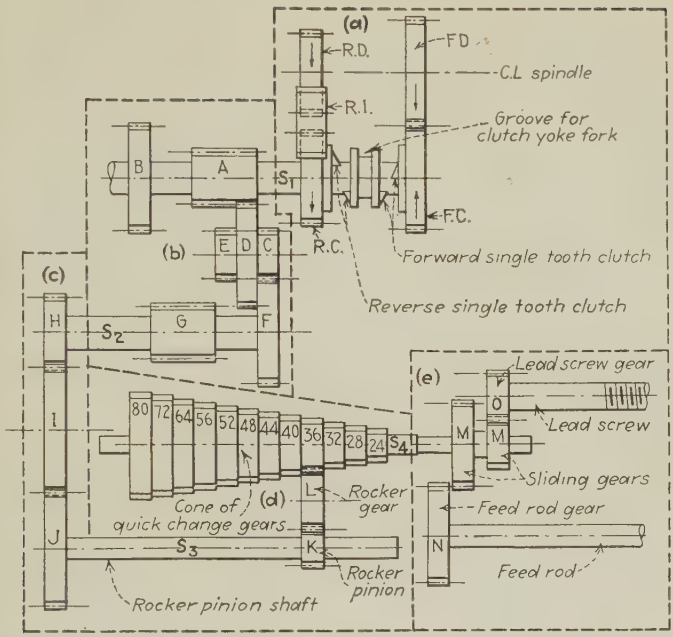

FIG. 30.—Shows the gearing from the main spindle to feed rod and lead screw. The dotted lines dividing the sections *a*, *b*, *c*, *d*, and *e* are for clearness.
The diagram (*d*, Fig. 30) illustrates the gearing by means of which 36 different feeds and also 36 different threads may be obtained by moving two handles. One handle serves to move the feathered pinion *K* along the shaft *S*3 and also to engage a rocker gear *L* with any gear in the cone of gears (in the diagram the rocker gear is shown engaged with the 36-tooth gear). All
42. Reversing Gears.—In paragraph 39, page 51, the tumbling-gear reverse was discussed. Another much-used method is shown in *a*, Fig. 30. In the position shown, with the clutch neutral and the driven gears free, the shaft *S*1 does not turn. The clutch, feathered on the shaft, is moved to the right to engage *F.C.* for the forward motion of the driven shaft, to the left to engage *R.C.* for the reverse direction. Note that gears *F.D.* and *F.C.* are the same size, also that gears *R.D.* and *R.C.* are equal, therefore driving and driven speeds are equal, either forward or reverse. The size of the intermediate *R.I.* is unimportant; it serves to revolve the gear *R.C.* in the opposite direction of gear *F.C.*